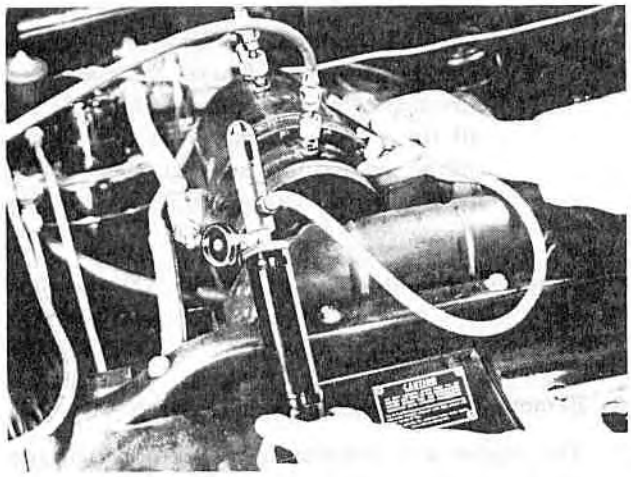

Figure 9—Testing for Leaks
9. Operate to obtain 28″ vacuum for 10 minutes. If a 28″ vacuum cannot be obtained, close the shutoff valve at the pump and stop the pump. Open the refrigerant cylinder valve and allow the system to come to cylinder pressure. Close the cylinder valve. Leak-test the complete low side of the system, including gauge hookup fittings, figure 9, with leak detector J-5419. If the leak cannot be found, the vacuum pump may be faulty.